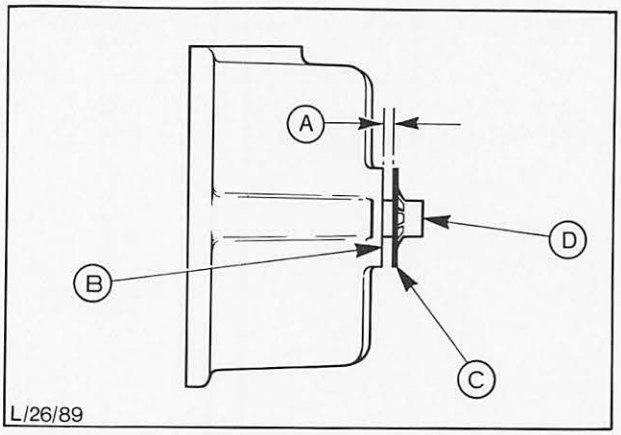

Abb. 52 A = Spiel darf nicht mehr als 0,25 mm betragen
19. Prüfen, ob das Spiel zwischen Zahnsicherung und Büchsenstirnseite nicht größer als 0,25 mm ist, wenn der Anker gegen die Anlaufscheibe – Kollekttorlagerschild gedrückt wird, Abb. 52. Bei größerem Spiel ist die Zahnsicherung tiefer auf die Ankerwelle zu schieben. Gummikappe am Kollektorlagerschild anbringen.